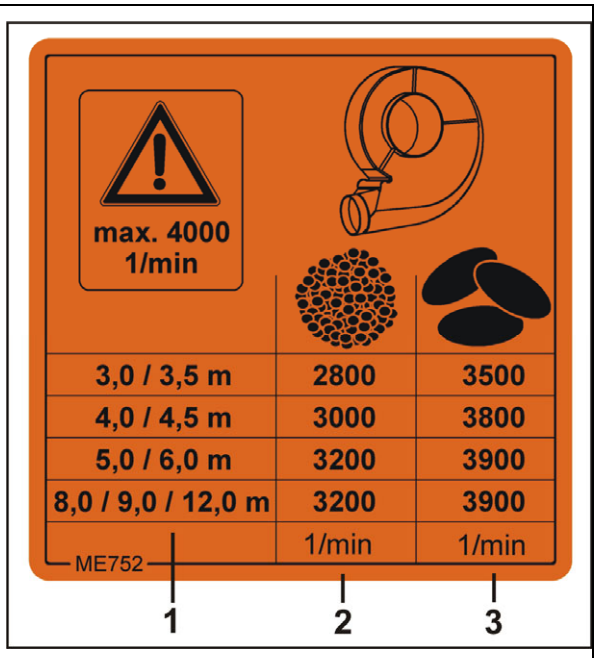

Fig. 96
Det krævede blæseromdrejningstal fremgår af skemaet (Fig. 96, nedenfor).
- maskinens arbejdsbredde (Fig. 96/1)
- o fine frø/korn, f.eks. raps (Fig. 96/2) eller græsfrø
- o korn og grønsager (Fig. 96/3).